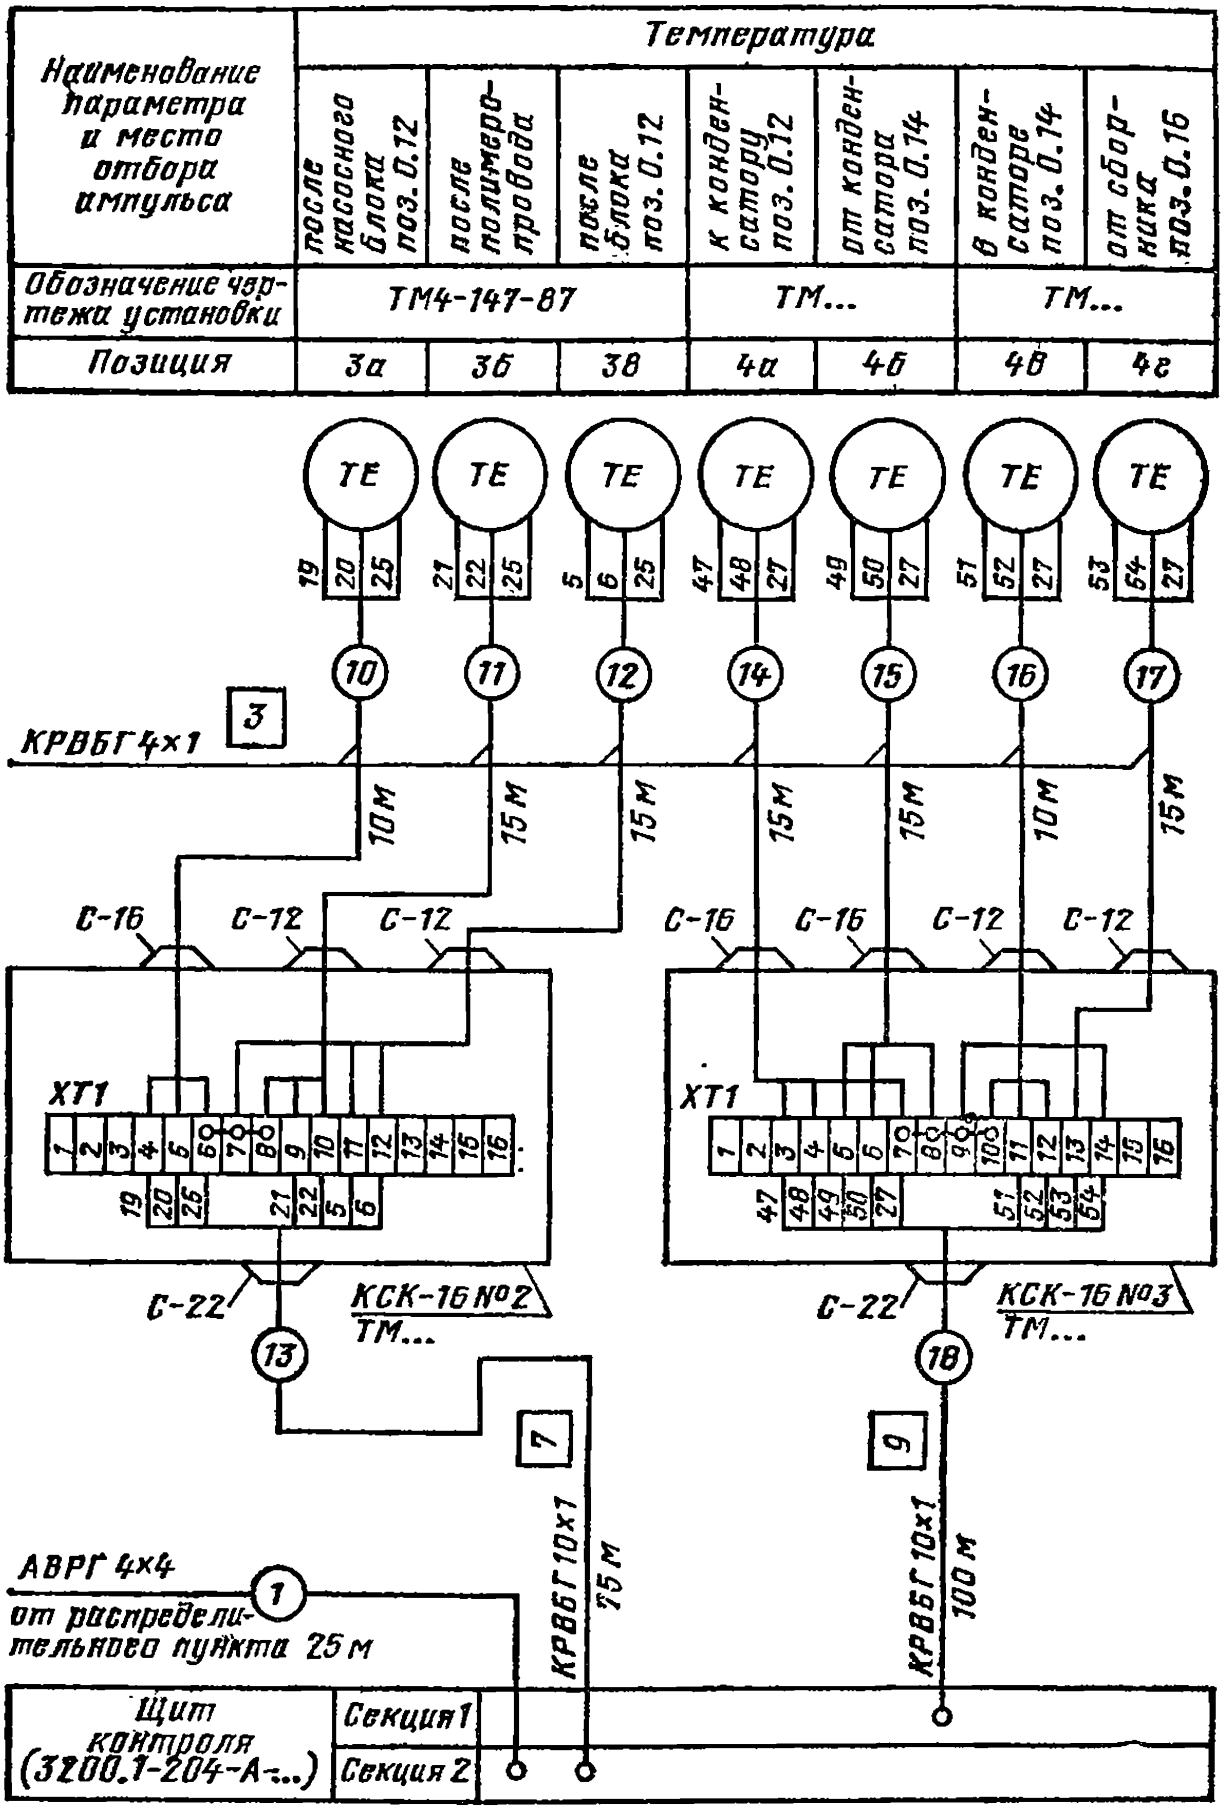

Рис. 7.1. Фрагмент схемы соединений внешних проводок
7.1. Сколько резервных жил имеет кабель *13* на рис. 7.1?
7.2. Какую информацию можио получить из изображения соединительиой коробки КСК-16 № *2* на рис. 7.1?
7.3. Какие документы проекта следует смотреть для подключения кабелей *13, 18* и *21* на рис. 7.1 со стороны щита контроля?
7.5. Какую информацию можно получить из рис 7.2 в части проводок П—02 и П—03 на рис. 7.1?